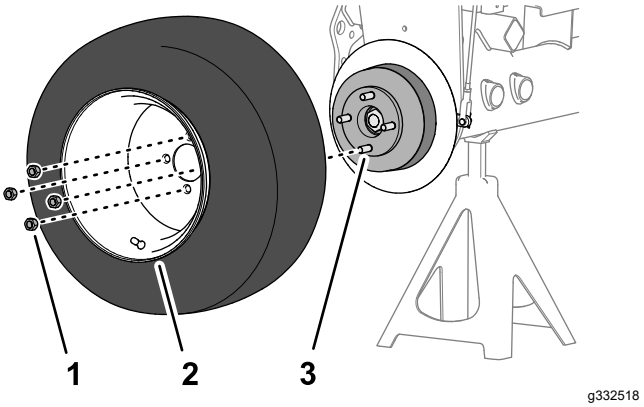

**Figur 63**
1. Ta bort de fyra hjulmuttrarna som fäster framhjulet till navet och ta bort hjulet (Figur 63).